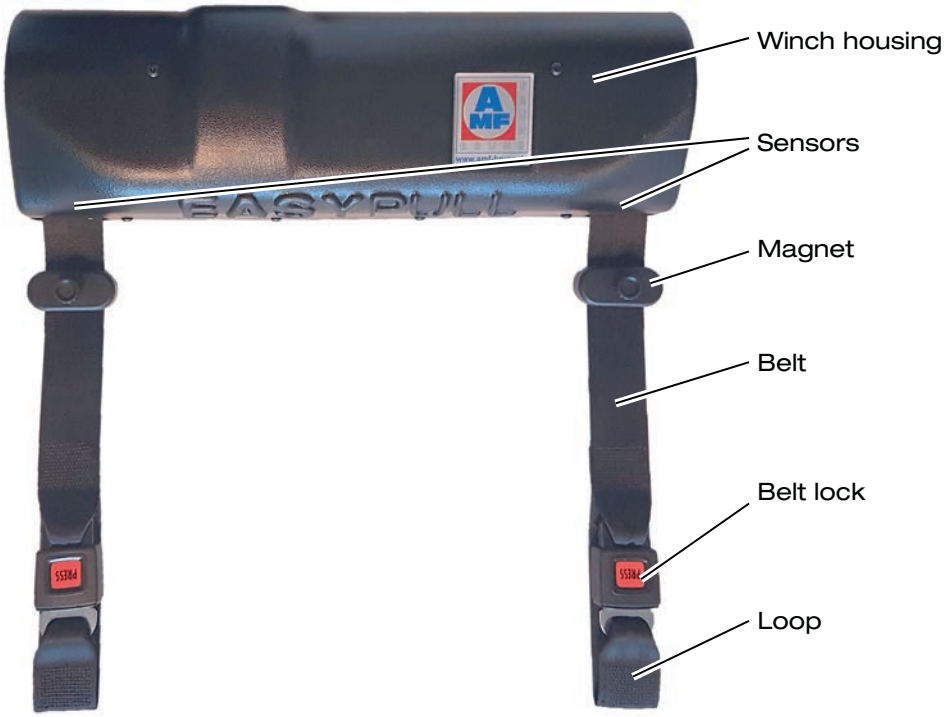

Figure 3: Winch with Belts
The winch (see Figure 3) pulls the wheelchair into the vehicle. It comprises the winch housing with the motor and interlocks. Two sensors in the winch housing signal the control unit when the adjustable magnets on the belts are in their proximity. As soon as at least one of the magnets is in the proximity of a sensor, the winch stops and the belts are latched in position. Each belt is equipped with a belt lock and a loop to attach it to the wheelchair.
- ⇨ Remove the winch housing (see Figure 3, page 14).